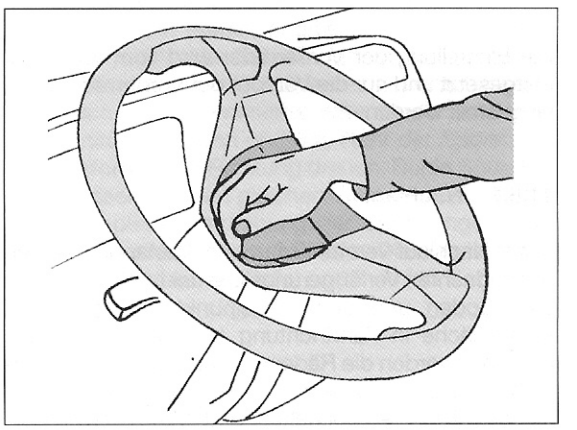
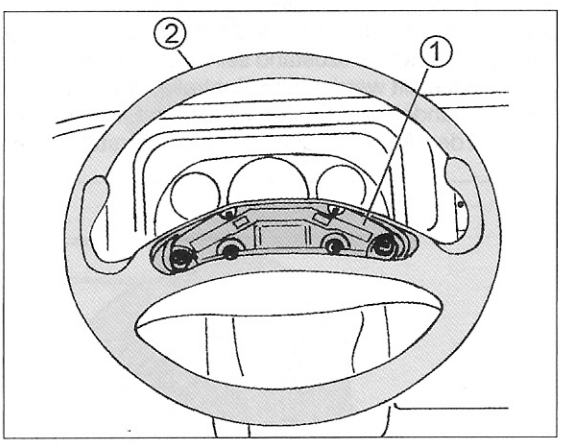

Bild 277
Bild 278
- Die Abdeckung in der Mitte des Lenkrades ausbauen. Diese ist nur eingeclipst und wird mit einer Hand erfasst und zur Seite zu herausgezogen, wie es Bild 277 zeigt. Die darunterliegenden Kabelstecker vom Hupendrücker abziehen. Bei der älteren Ausführung mit einer querliegenden Abdeckung wird diese abgeschraubt. Die darunterliegende Hupenbetätigung in Bild 278 ausbauen und die Kabelanschlüsse abklemmen.